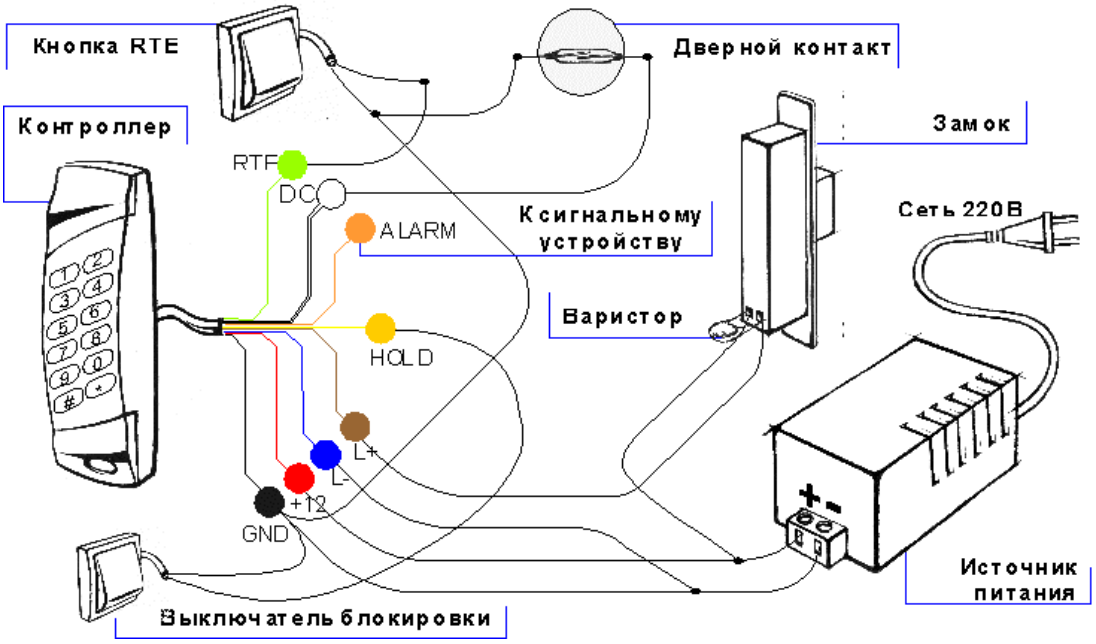

Рисунок 2. Подключение контроллера в заводской конфигурации.
– Электрозамок или электрозащелка, отпираемые напряжением. Подключаются в соответствии со схемой (рисунок 2).
– Сигнальное устройство. Подключается в соответствии со схемой (рисунок 2).
Для использования дополнительного охранного датчика, его необходимо подключить в соответствии со схемой, приведенной на рисунке 3. Если необходимо, на датчик следует подать питание от того же источника, от которого питается контроллер. Если питание датчика осуществляется от отдельного источника, то необходимо объединить земли (общий провод) обоих источников питания. Остальные элементы системы подключаются в соответствии с приведенными выше указаниями (рисунок 2).